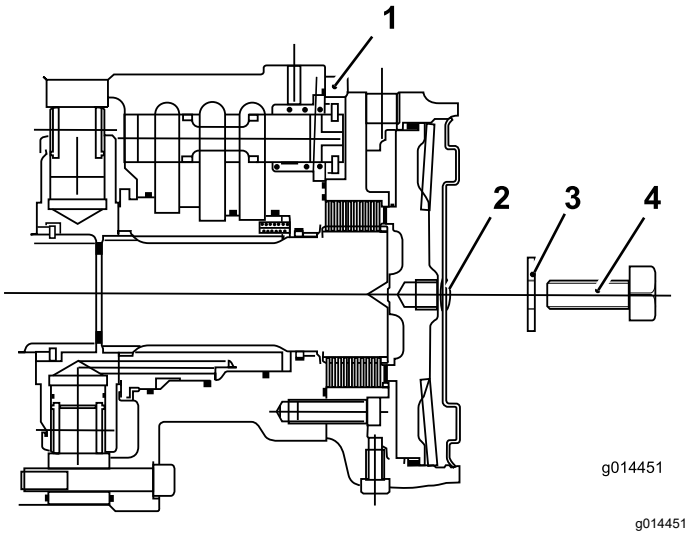

Figur 39
1. Fjern bolten (12 x 40 mm) og spændeskiven (12 mm) fra hullet i midten af motorens endeplade (Figur 39).